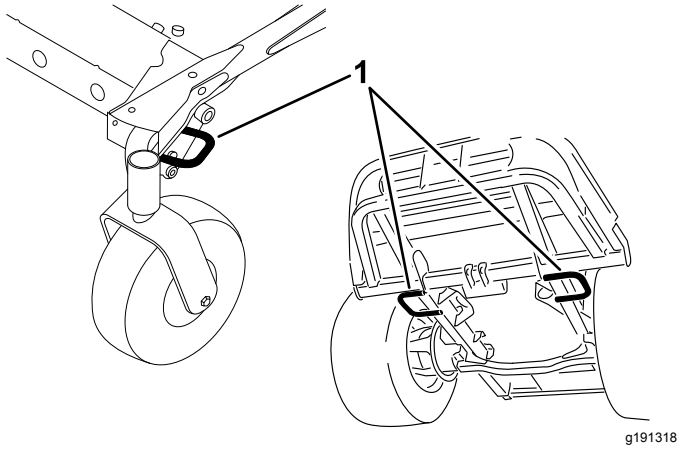

**Rysunek 27**
5. Zamocuj maszynę do przyczepy lub ciężarówki za pomocą pasów, łańcuchów lub lin, mocując je do metalowych uch na maszynie (Rysunek 27).